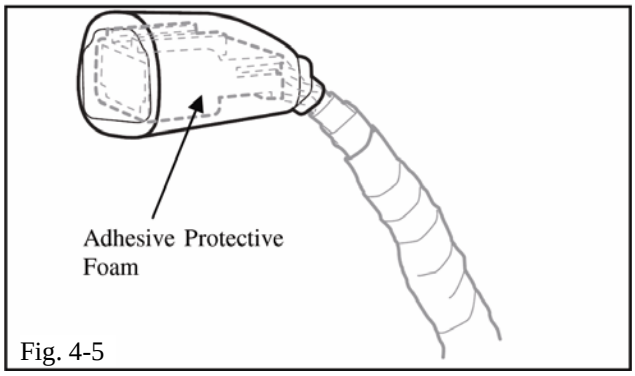

Fig. 4-5
(1) Wrap the unused connector of the AVC-LAN cable in adhesive protective foam. (Fig. 4-5)
(2) Reconnect the factory harness and antenna cable.